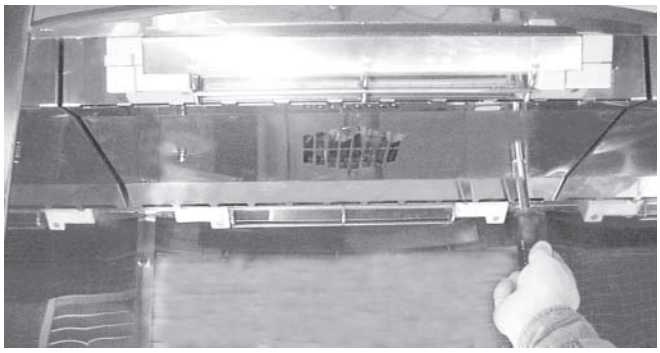

Fig. 35
1. Open door and remove rotor. Using a nutdriver, unscrew the 7/16" nuts on both sides of the vent-grate (Fig. 35).